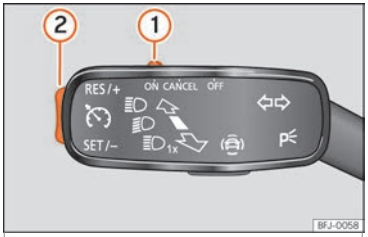

Fig. 151 No manípulo dos indicadores de direção: comandos para a utilização do GRA.
• Desloque o comando ››› Fig. 151 ① até **ON**.
• Pressione o botão ››› Fig. 151 ② na zona **SET/–**.
• Desloque o comando ››› Fig. 151 ① até **CANCEL** ou carregue no travão.
• Pressione o botão ››› Fig. 151 ② na zona **RES/+**.
Enquanto o GRA regula pode ajusta-se a velocidade guardada com a tecla ››› Fig. 151 ②:
• Para aumentar em passos de 1 km/h (1 mph) pressione brevemente o botão ››› Fig. 151 ② na zona **RES/+**.
• Para aumentar a velocidade ininterruptamente mantenha pressionado o botão ››› Fig. 151 ② na zona **RES/+**.
• Para reduzir em passos de 1 km/h (1 mph) pressione brevemente o botão ››› Fig. 151 ② na zona **SET/–**.
• Para reduzir a velocidade ininterruptamente mantenha pressionado o botão ››› Fig. 151 ② na zona **SET/–**.
• Desloque o comando ››› Fig. 151 ① para **OFF**.